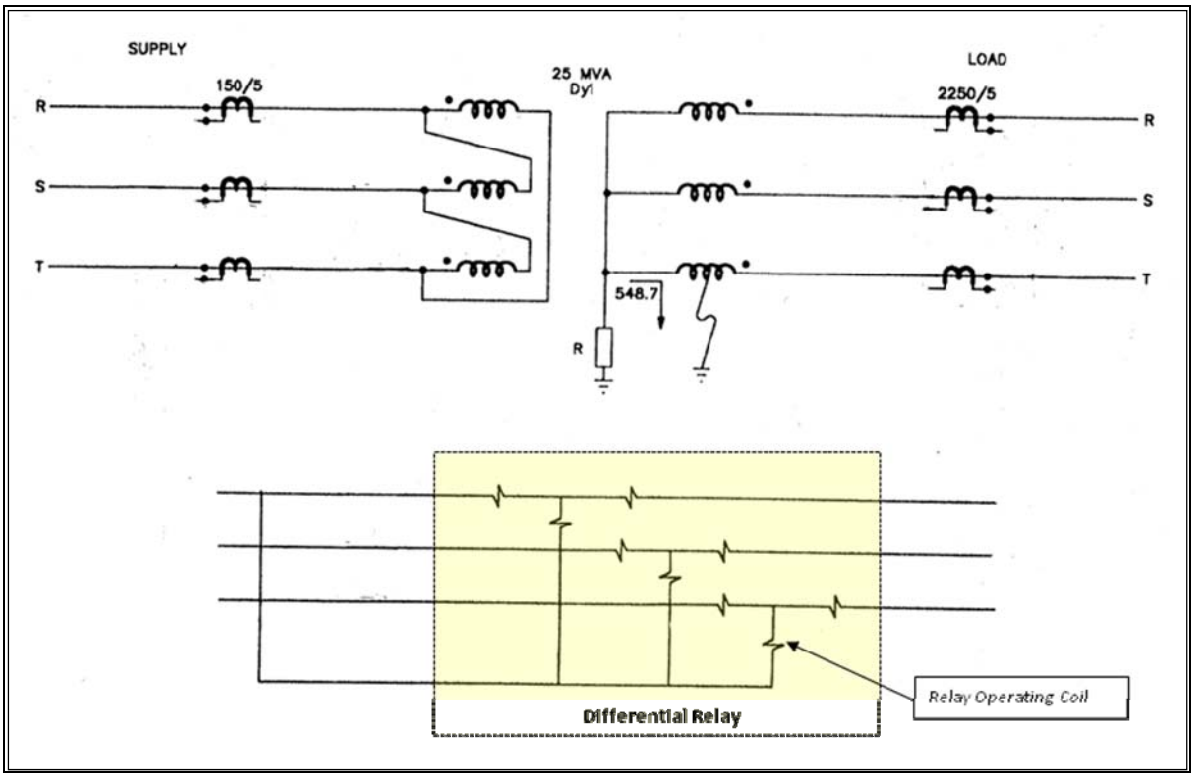

Figure Q3: Incomplete Schematic of a Differential Protection
Figure Q3 shows an incomplete schematic diagram of a protection arrangement for a 115/13.2 kV Dy1 power transformer. The transformer is rated at 25 MVA. Current transformers (CT) ratio is 150/5 A on the 115 kV side and 2250/5 A on the 13.2 kV side.
(b) A single-phase to earth fault at the middle of the LV winding as indicated in Figure Q3 has resulted in a fault current of 548.7 A. The differential relay is set to operate at 5% of the CT rating. Calculate whether this earth fault could cause the relay to operate. State any assumptions made.